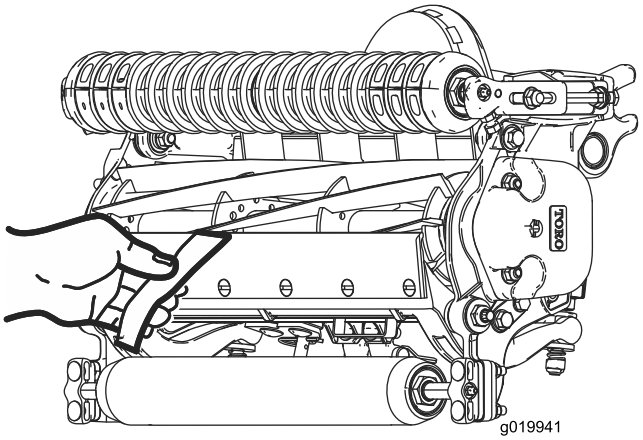

Figur 20
2. Testa klipprestandan genom att föra in en lång remsa av klipprestandapapper (Toro-artikelnr 125-5610) mellan cylindern och underkniven, i rät vinkel mot underkniven (Figur 20). Rotera cylindern långsamt framåt. Den ska klippa papperet.